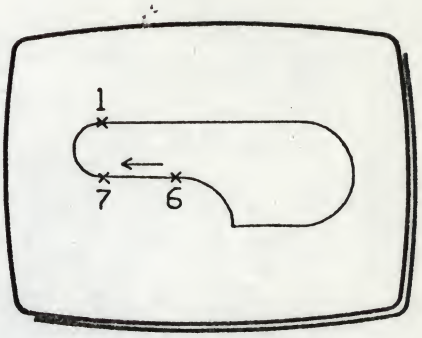

Fig 4
20 Move XY to move the dynamic cursor to (7) in Fig 4.
23 Move XY to move the dynamic cursor to (1) in Fig 4.